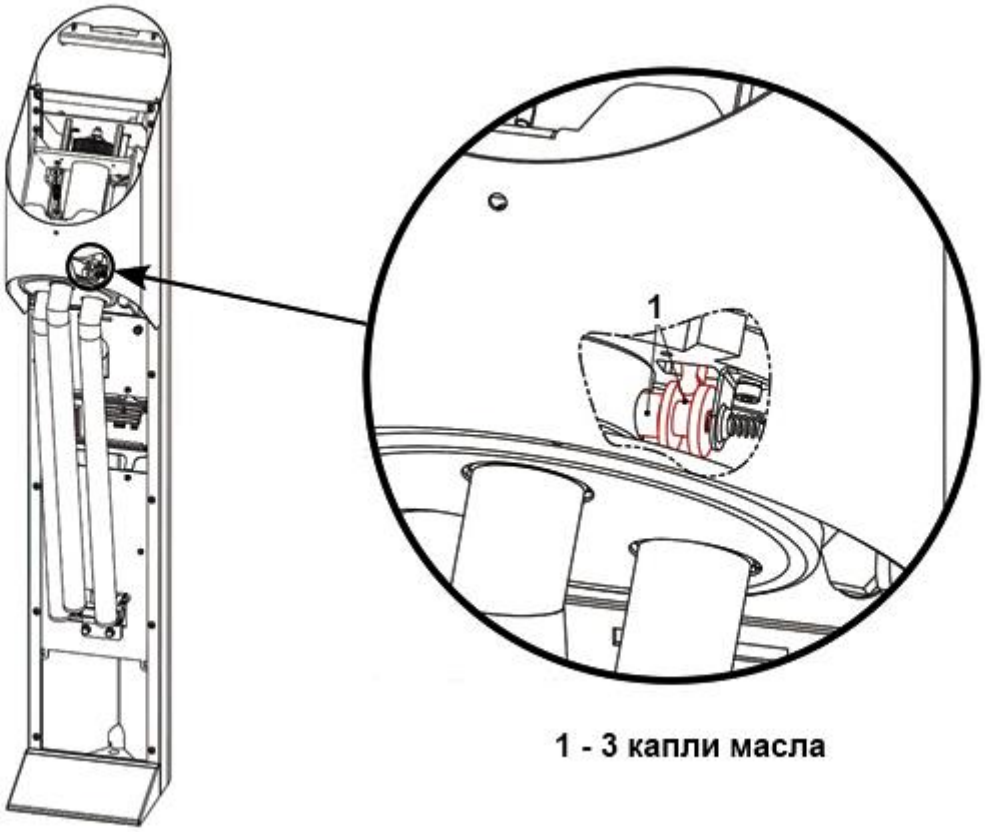

Рисунок 23 – Места соединения фиксатора и кулачка разблокировки планок
3.7.5 Рисунок 23 – смазать места соединения фиксатора и кулачка разблокировки планок.
Операцию необходимо проделать для всех планок, проворачивая диск. Рисунок 23 – отверстие показано условно.